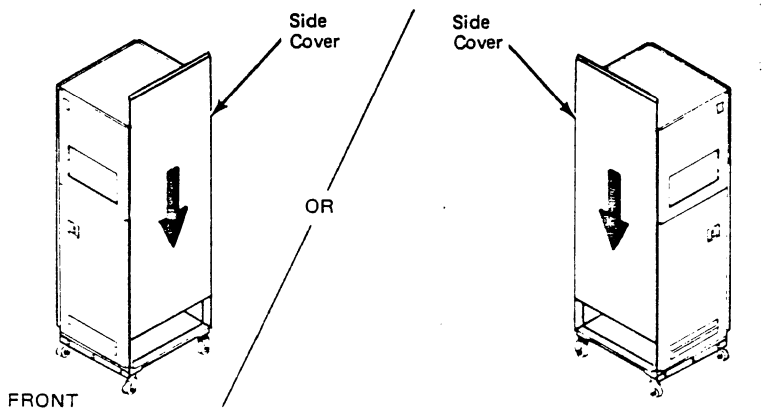

Figure 7-15. Side View of Last Extension Unit
b. Lift the cover up and then slide it down into position on the side of the extension unit (Figure 7-15).